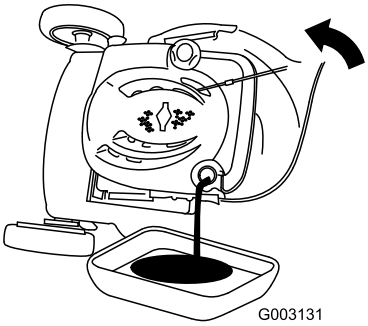

Figur 37
7. Tip maskinen over på siden med oliepåfyldningsrøret nedad, så den brugte olie kan løbe ud gennem oliepåfyldningsrøret ned i olieaftapningsbakken (Figur 37).